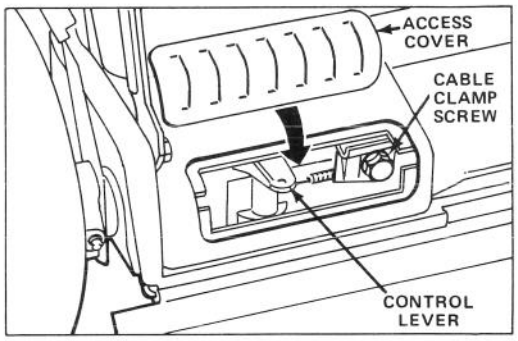

Figure 27
2. Remove access cover from rear of mower housing (Fig. 27).
4. ADJUSTMENT (Fig. 27) – Loosen cable clamp screw until cable conduit slides. Push shift lever toward cable clamp screw. Push cable to the right to remove slack and tighten clamp screw.